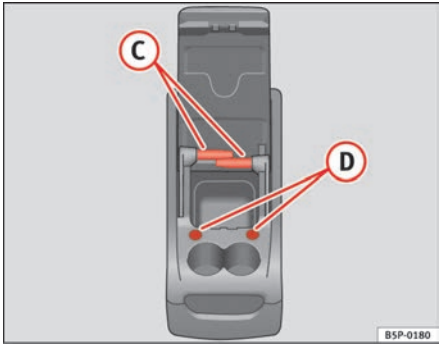

Fig. 114 Mobile stowage compartment Duties
To use the table (C) ⇒ page 144, fig. 114, it must be removed from its compartment on the side of the mobile stowage compartment and fitted into compartment (D) ⇒ page 144, fig. 114on the front section of the mobile stowage compartment.